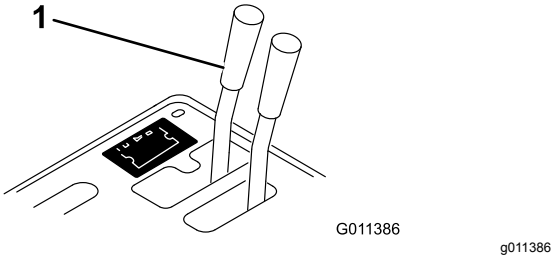

Figure 15
- If your Workman vehicle is serial number 239999999 and before, move the remote hydraulic valve handle (Figure 15) to the float position.